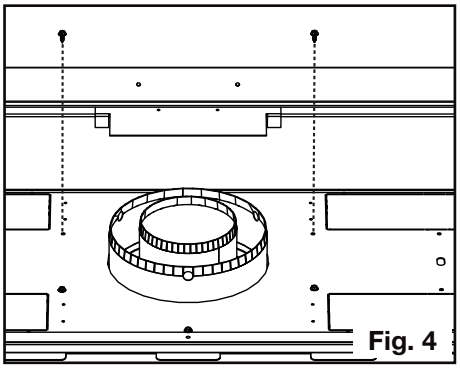

Fig. 4
4. Dévissez les attaches comme indiqué sur la **(Figure 4).** NE PAS DÉBRANCHER LES FIXATIONS.